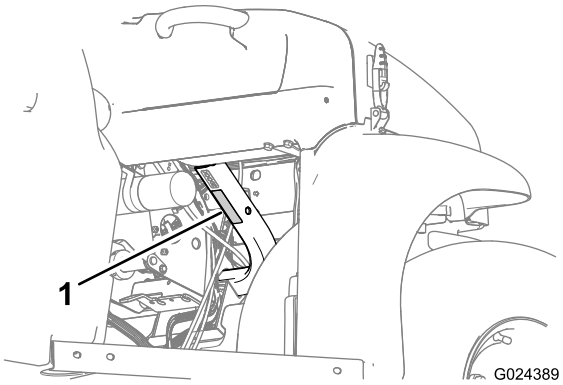

Figur 22
- Notera maskinens viktkapacitet och begränsa vikten på den last du transporterar i lastlådan enligt Specifikationer (sida 16) och enligt dekalen med maskinens bruttovikt (Figur 22).